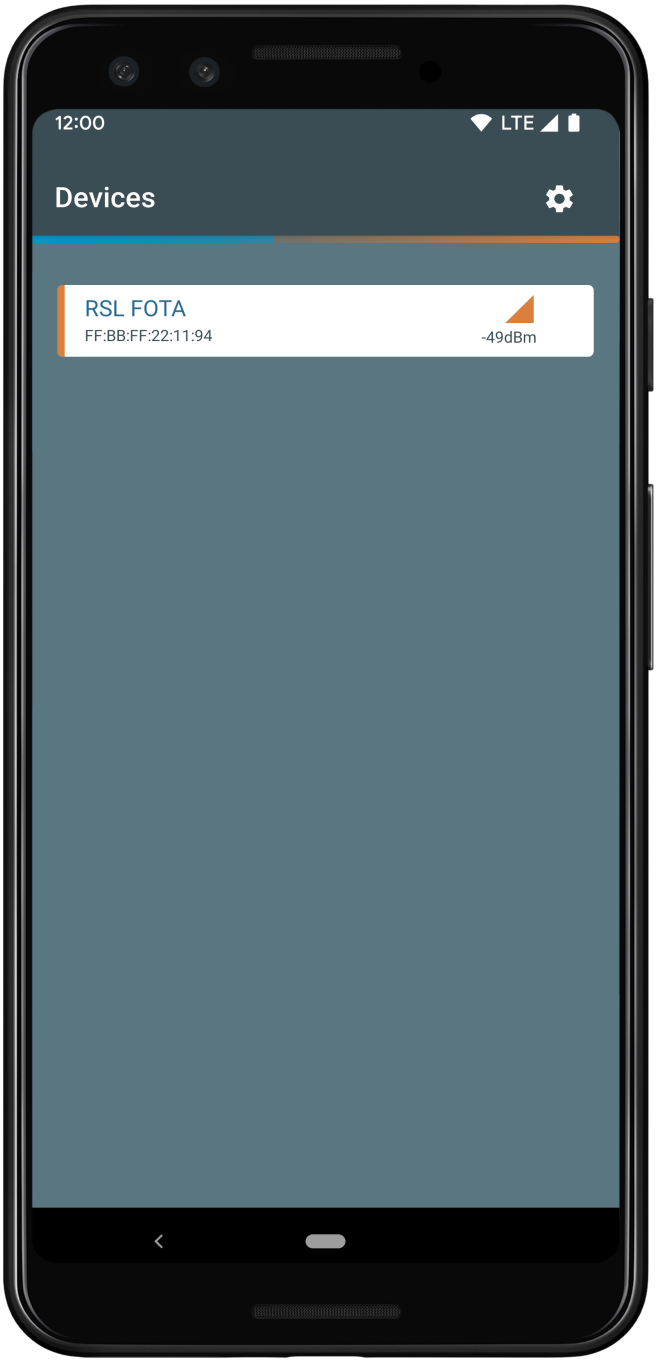

**Figure 24. RSL FOTA Mobile Application Showing Bluetooth Low Energy Devices**
2. Launch the application and select the FOTA enabled firmware device from the list of devices, as shown below in the "RSL FOTA Mobile Application Showing Bluetooth Low Energy Devices" figure (Figure 24).